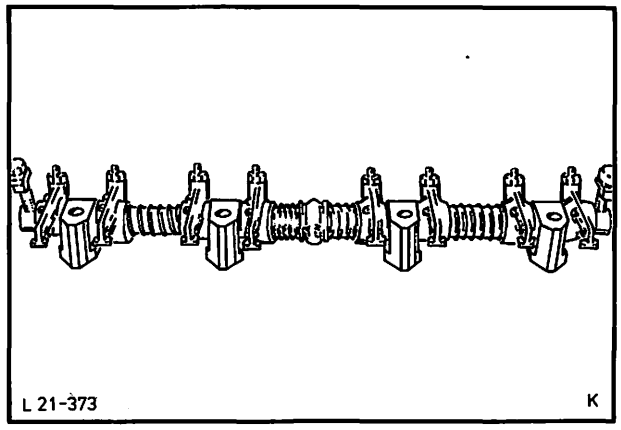

Abb. 149 Schrauben der äußeren Lagerböcke herausziehen
1. Schrauben (2) der äußeren Lagerböcke herausziehen und Lagerböcke von der Kipphebelachse abnehmen, Abb. 149.